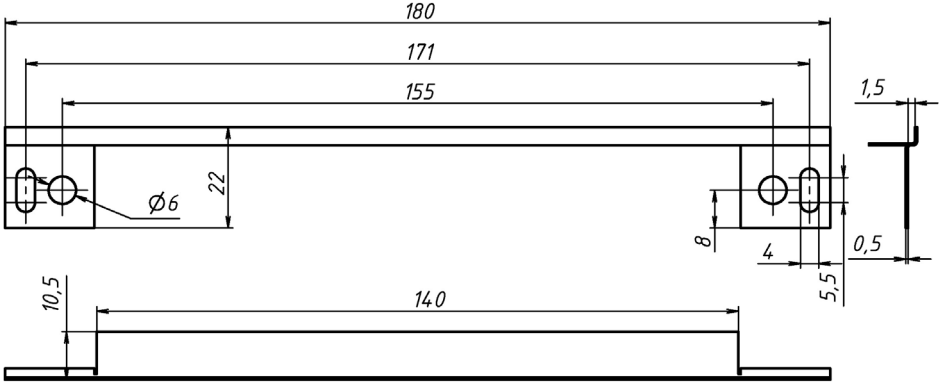

Рисунок 7 – Планка декоративная
6.6 Для скрытия зазоров (щелей), образующихся в процессе установки корпусной части в дверную коробку в качестве декоративного элемента, используется планка декоративная, выполненная из нержавеющей стали (рисунок 7).